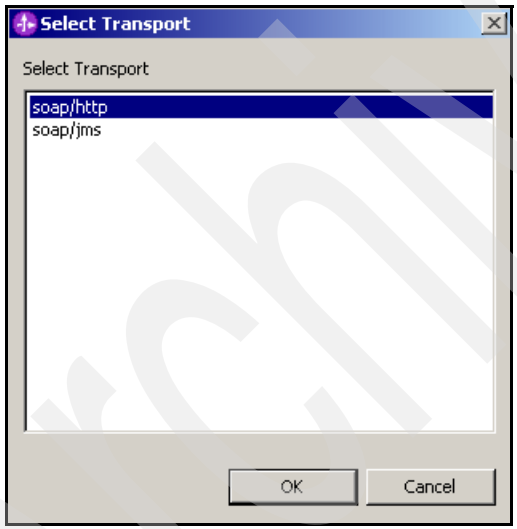

Figure A-91 Select Transport window
7. In the Select Transport window (Figure A-91), select **soap/http** and click **OK**.